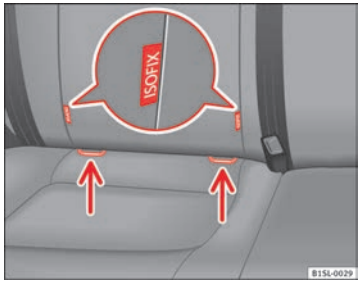

Fig. 53 On the vehicle seat: Identification variants of the anchor points for the child seats.
- Press the child seat onto the retaining rings ⇒ fig. 53 in the direction of the arrow. Safely engage the child seat and click it audibly into place.
- Place the child seat on the seat cushion and attach the retaining strap hooks to the retaining rings ⇒ fig. 53.